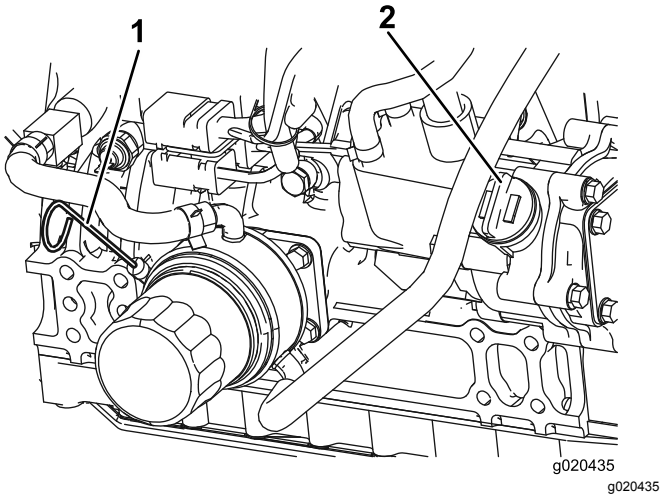

Figur 53
Obs: Oljenivån ska ligga inom de säkra markeringarna (Figur 53).
4. Om oljenivån ligger under den säkra markeringen tar du av påfyllningslocket (Figur 53) och fyller på olja tills nivån når markeringen ”Full”. **Fyll inte på för mycket.**